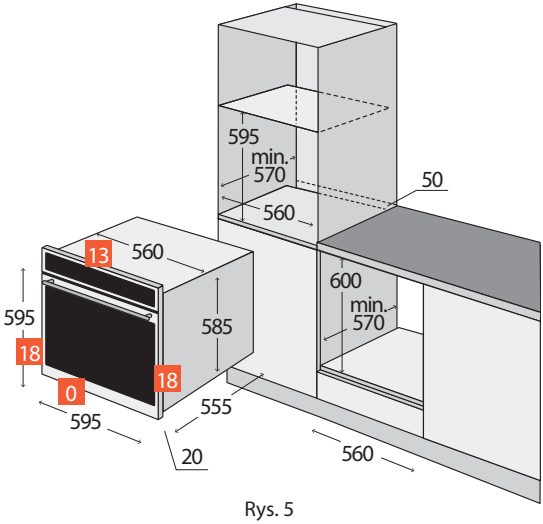

Rys. 5
- Urządzenie należy zamontować w typowej zabudowie kuchennej, przeznaczonej do wbudowania urządzenia lub w odpowiednio przystosowanej zabudowie o wymiarach jak na Rys. 5.
- Urządzenie można umieścić zarówno pod płytą kuchenną, jak i w stojącej szafce (Rys. 5).
2. Wymagane wymiary szafki do zabudowy znajdują się na Rys. 5. Ze względu na konieczną cyrkulację powietrza urządzenie musi zostać umieszczone zgodnie z wymiarami na rysunkach, a szafka musi mieć taką konstrukcję, aby do jej dolnej części mogło docierać powietrze. Za tylną ścianą urządzenia w stanie zabudowanym musi znajdować się co najmniej 50 mm odstępu.